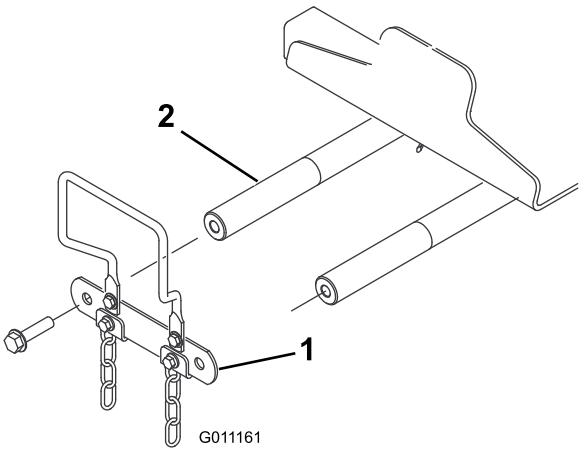

**Figur 13**
1. Fjern de 2 bolte, der fæstner løftearmens drejeakselled til løftearmens drejeaksler. Fjern og gem drejeakselledet og boltene (Figur 13).